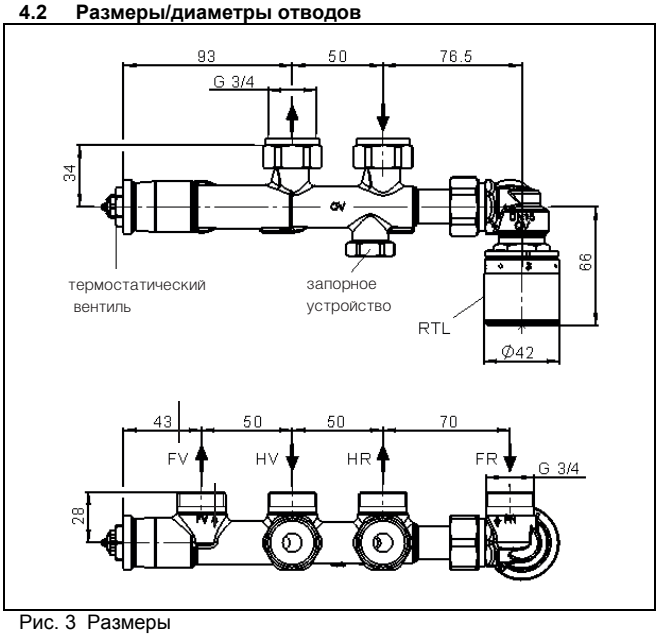
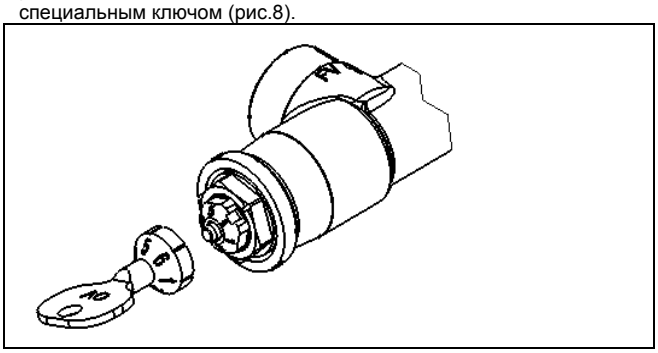

Рис. 3 Размеры
Рис. 8 Настройка термостатического вентиля
Отопительный прибор крепить в соответствии со строительными размерами (Рис. 3). Принять во внимание последующие отделочные работы (напр., укладка плитки). Трубопроводы контура отопительных приборов обрезать соответствующим образом.
Перед вводом в эксплуатацию систему надо заполнить и спустить воздух. Для этого сначала переставить настройку термостатического вентиля на самое большое значение (значение настройки 6, рис. 8).
Термостатический вентиль (рис. 3) настроить в соответствии с рассчитанным значением гаечным ключом SW 13 или специальным ключом (рис.8).
Ограничитель обратного потока (рис. 3) настроен на определенное значение (заводская настройка: 3 ≈ ок. 30 °C).
2. Снять защитную крышку с запорного устройства (рис. 3).